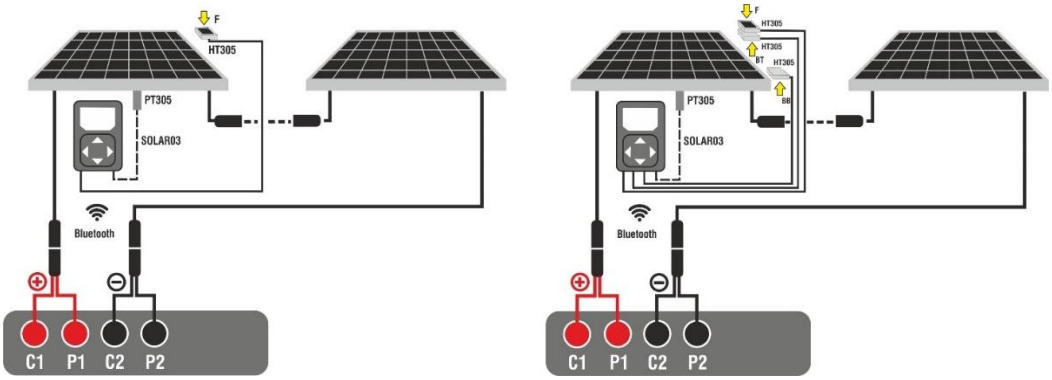

Fig. 64: Ligação com a unidade remota SOLAR03 em módulos Monofaciais e Bifaciais
3. Ligar o instrumento e a unidade remota **SOLAR03** ao módulo/corda a ensaiar, como indicado na Fig. 64. Em particular:
- **No caso de módulos Monofaciais**→ colocar a célula de referência **HT305** no plano frontal do módulo (F) e na entrada "**INP1**" e eventualmente a sonda de temperatura **PT305** na entrada "**INP4**" da unidade remota
- **No caso de módulos Bifaciais** → Colocar as **3 células de referência HT305** no plano frontal do módulo (F), na parte superior traseira (**BT**=**B**ack**T**op) e na parte inferior traseira (**BB**=**B**ack**B**ottom) do módulo. Ligar a célula de referência frontal (**F**) à entrada "**INP1**", a célula de referência BT à entrada "**INP2**", a célula de referência BB à entrada "**INP3**" e, **se necessário**, a sonda de temperatura **PT305** à entrada "**INP4**" da unidade remota. De acordo com a norma IEC/EN60904-1-2, o instrumento calcula o valor da Irradiância frontal equivalente (**Irreq**), que corresponde à Irradiância apenas no plano frontal, que produz os mesmos efeitos que a Irradiância medida em ambas as faces, tendo em conta o **coeficiente de bifacialidade (φ)** do módulo, de acordo com a seguinte relação: